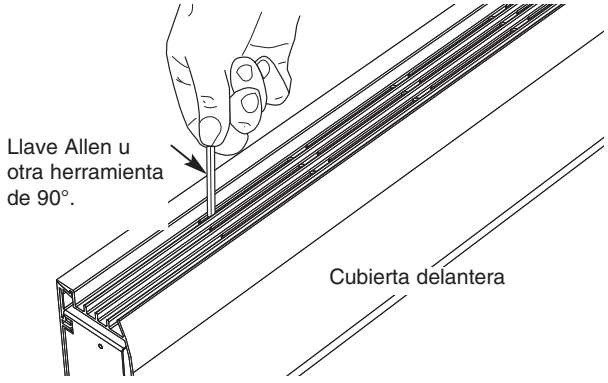

Fig. 7
2. Para limpiar el interior del calefactor se requerirá el desmontaje de la cubierta delantera. Para desmontar la cubierta delantera, primero desenganche el seguro de cierre a presión trasero superior. Utilice una herramienta en forma de “L”, tal como una llave Allen, para levantar debajo de la rejilla entre la hilera trasera de ranuras (vea la Fig. 7). Comience en cualquier extremo y levante la cubierta delantera hasta que la tensión en la cubierta desprenda el gabinete. Continúe moviéndose a todo lo largo del calefactor hasta que la cubierta se suelte.